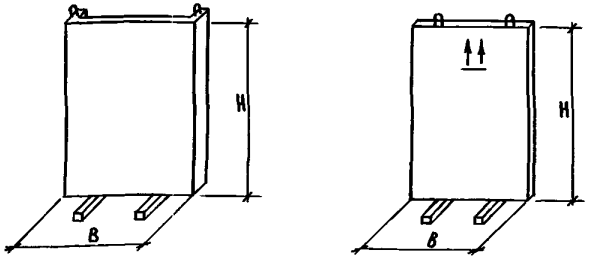
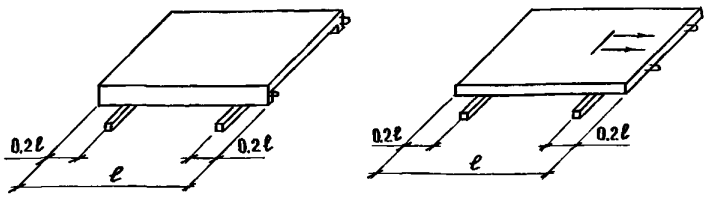

Рис.8
Рис. 9
6.6. Панели шахт могут храниться на складе в кассетах в рабочем (вертикальном) положении с опиранием на деревянные прокладки (рис.8). Возможно их складирование в горизонтальном положении (рис.9).